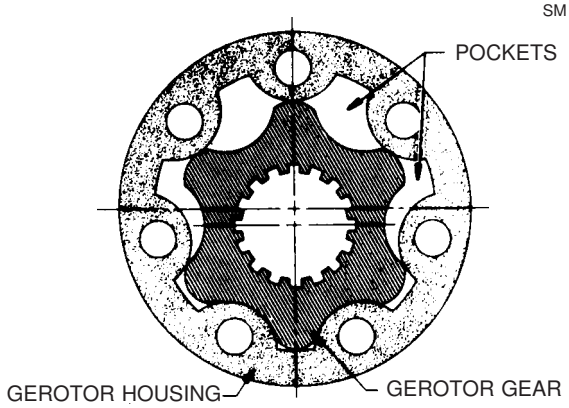

Fig. 2 - Gerotor Gear Set
Turning action of the steering wheel is transmitted through the steering column to sleeve (8) and driveshaft (6), which is fastened to the sleeve with centring pin (10). Rotation of driveshaft (6) causes gerotor gear (19) to rotate in gerotor housing (4). When gerotor gear (19) rotates, oil in gerotor housing (4) pockets (see Fig. 2) is forced out and flows through spool (16) and sleeve (8) to the steering cylinder port.
Oil from the priority valve flows into valve housing (7) at port 'P' and is channelled through sleeve (8) and spool (16) to gerotor housing (4). Porting in gerotor housing (4) permits oil to flow into pockets formed by gerotor housing (4) and gerotor gear (19). As spool (16) rotates, driveshaft (6) also rotates which, in turn, rotates gerotor gear (19) to which it is splined. When gerotor gear (19) rotates it progressively forces oil out of the pockets (see Fig. 2) of gerotor housing (4). The oil is channelled through sleeve (8) and spool (16) and exits valve housing (7) through port 'R' for a right hand turn, or port 'L' for a left hand turn. Oil then travels through steering lines to the steering cylinders.